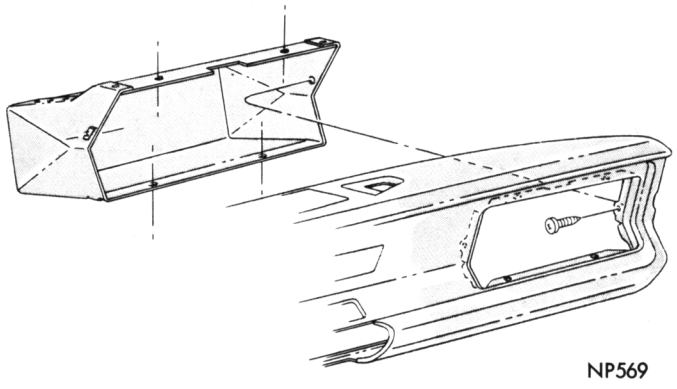

Fig. 14—Glove Box—Valiant-Barracuda
The glove box is a one piece folded type (Figs. 14, 15 and 16).
(2) Remove screws attaching box to top and side areas of opening (Figs. 14, 15 and 16).
(3) Remove glove box from under and to rear of instrument panel.